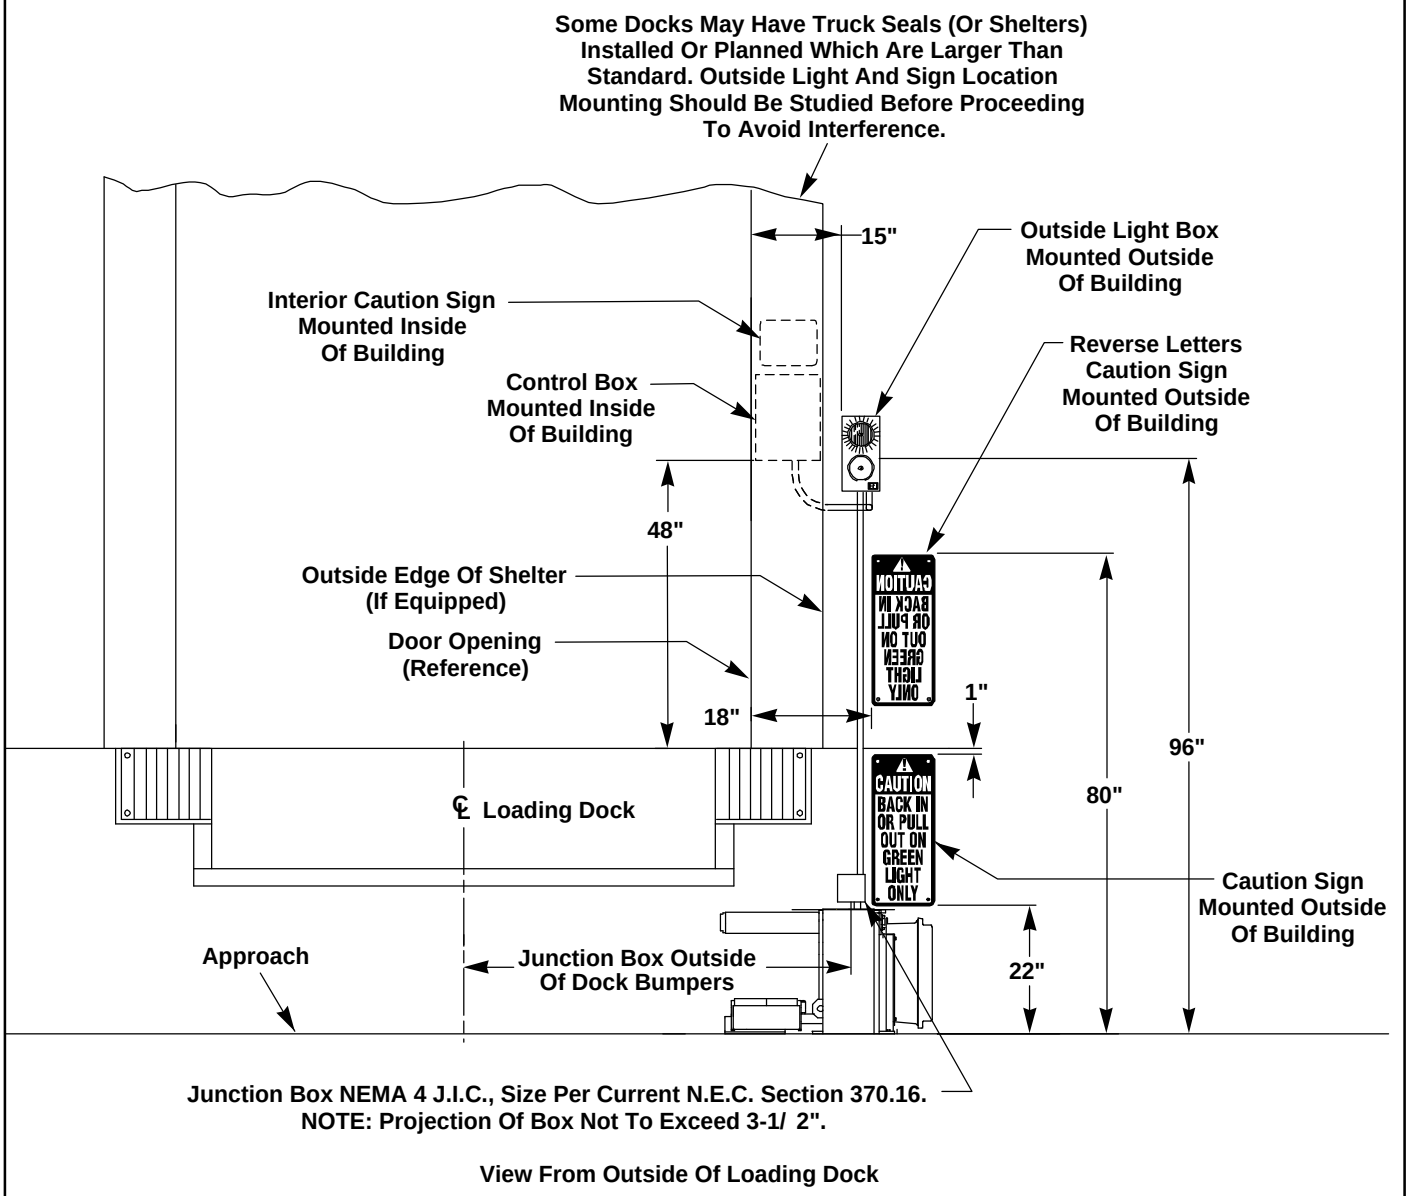

FIGURE 11 - ELECTRICAL INSTALLATION AND SIGN LAYOUT
1. Mount control box, outside light box and signs as shown in Figure 11.